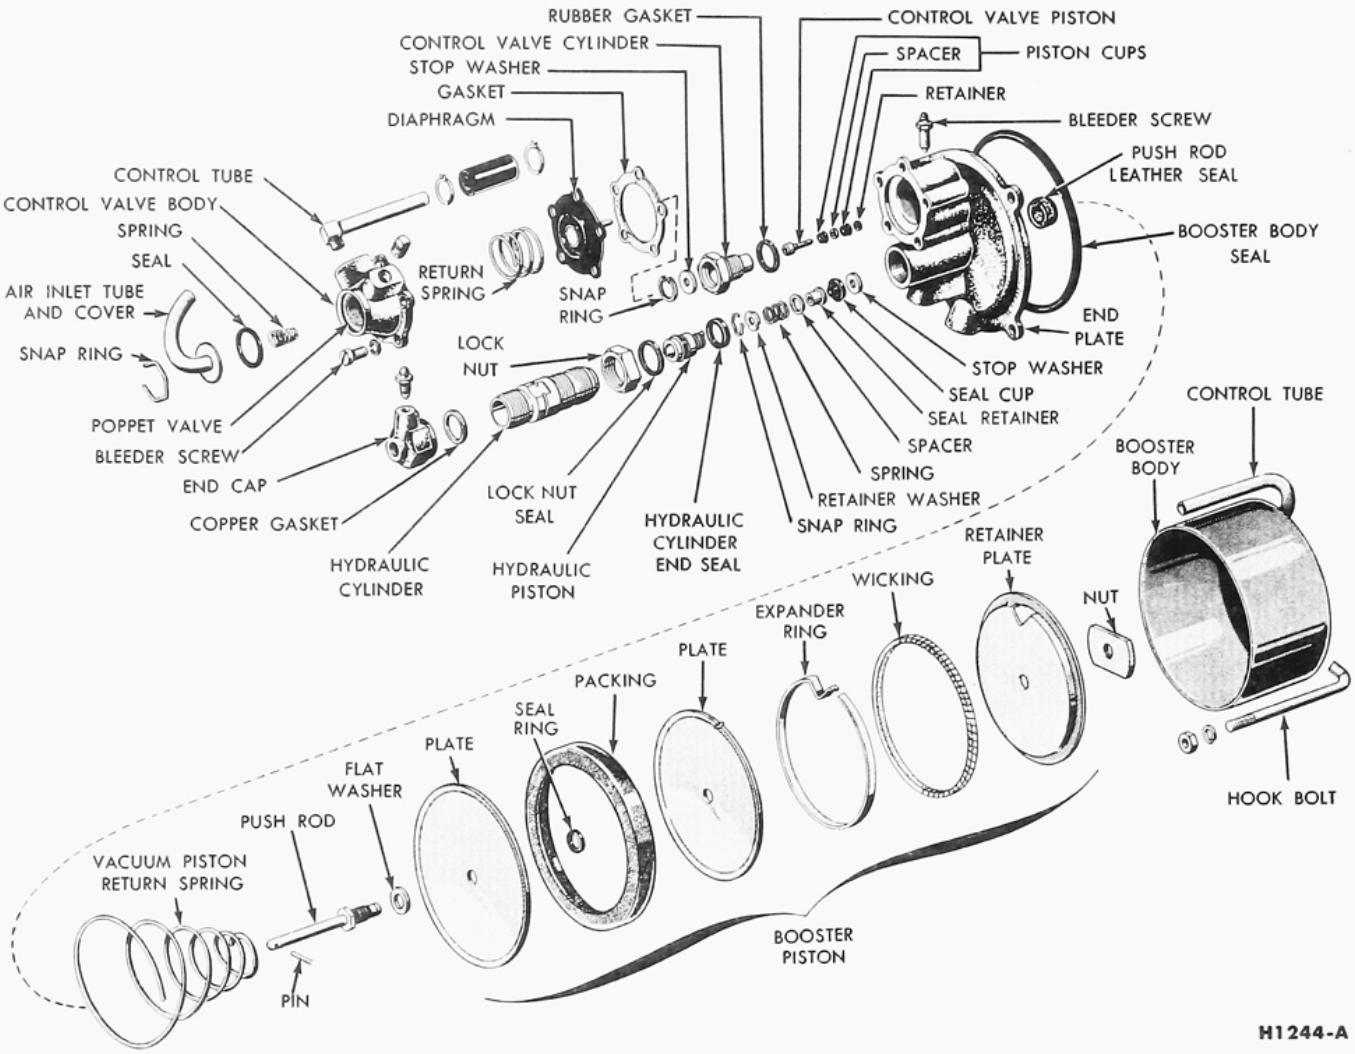

FIG. 22—Frame-Mounted Booster—Exploded View
1. Loosen the control tube hose clamps and slide the hose off the end of the tube (Fig. 22).
4. Mount the end cap in a vise, loosen the hydraulic cylinder lock nut, and unscrew the end plate and booster body assembly from the hydraulic cylinder (Fig. 22).
the snap ring and stop washer, then press the control valve piston assembly from the cylinder (Fig. 22). The piston should come out of the front end of the cylinder to avoid damage to the cups.
12. Remove the hydraulic cylinder end seal from the end plate (Fig. 22). Remove the snap ring, then remove the push rod seal cup parts (retainer washer, spring spacer, seal retainer, seal cup and stop washer) from the end plate.
14. Clamp the vacuum piston and push rod assembly in a vise at the hexagonal nut. Remove the vacuum piston retaining nut and disassemble the vacuum piston from the push rod (Fig. 22). Remove the flat washer.
(Fig. 22). Place a wrench on the milled flats and tighten the cylinder securely.
4. Dip the control valve piston seals in heavy duty brake fluid, assemble the seals on the piston with the spacer between the two seals, and secure with the C-type retainer (Fig. 22). The lip of each piston should point toward the retainer end of the piston. Insert the piston assembly into the control valve cylinder from the rear side of the cylinder. Install the stop washer at the front end of the cylinder against the piston, and secure in place with the snap ring.
6. To assemble the push rod seal cup parts (Fig. 22), insert the push rod through the leather seal at the rear side of the end plate. The rod will hold the parts in alignment as they are installed. Install the stop washer with the chamfered side toward the end plate, the seal cup with the lip of the cup away from the stop washer, the seal retainer with the flanged end next to the cup, and the spacer with the chamfered end next to the cup. Install the spring over the seal retainer and against the flat side of the spacer. Place the retainer washer against the spring, and compress the spring until the washer is to the inner side of the snap ring groove. Install the snap ring in the groove, then remove the push rod. Install a new cylinder end seal.
21. Assemble a new rubber gasket in the groove of the end plate, and align the end plate with the booster body at the scribe marks. Install the hook bolts and tighten uniformly (Fig. 22).
Install the guide pins, position a new gasket and the diaphragm over the pins, then position the return spring in the recess in the diaphragm (Fig. 22).
26. Install the spring, the seal, and the air inlet tube and cover assembly to the control valve body and secure in place with the snap ring (Fig. 22).
27. Align the bleeder screw in the end cap with the bleeder screw in the end plate by manually turning the hydraulic cylinder in the end plate threads. While holding the hydraulic cylinder in this properly aligned position, securely tighten the cylinder lock nut (Fig. 22).